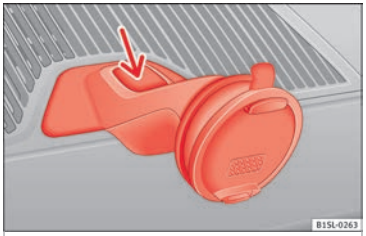

Fig. 95 Remove the navigator holder
- Press the holder release button ››› **Fig. 95** (arrow).